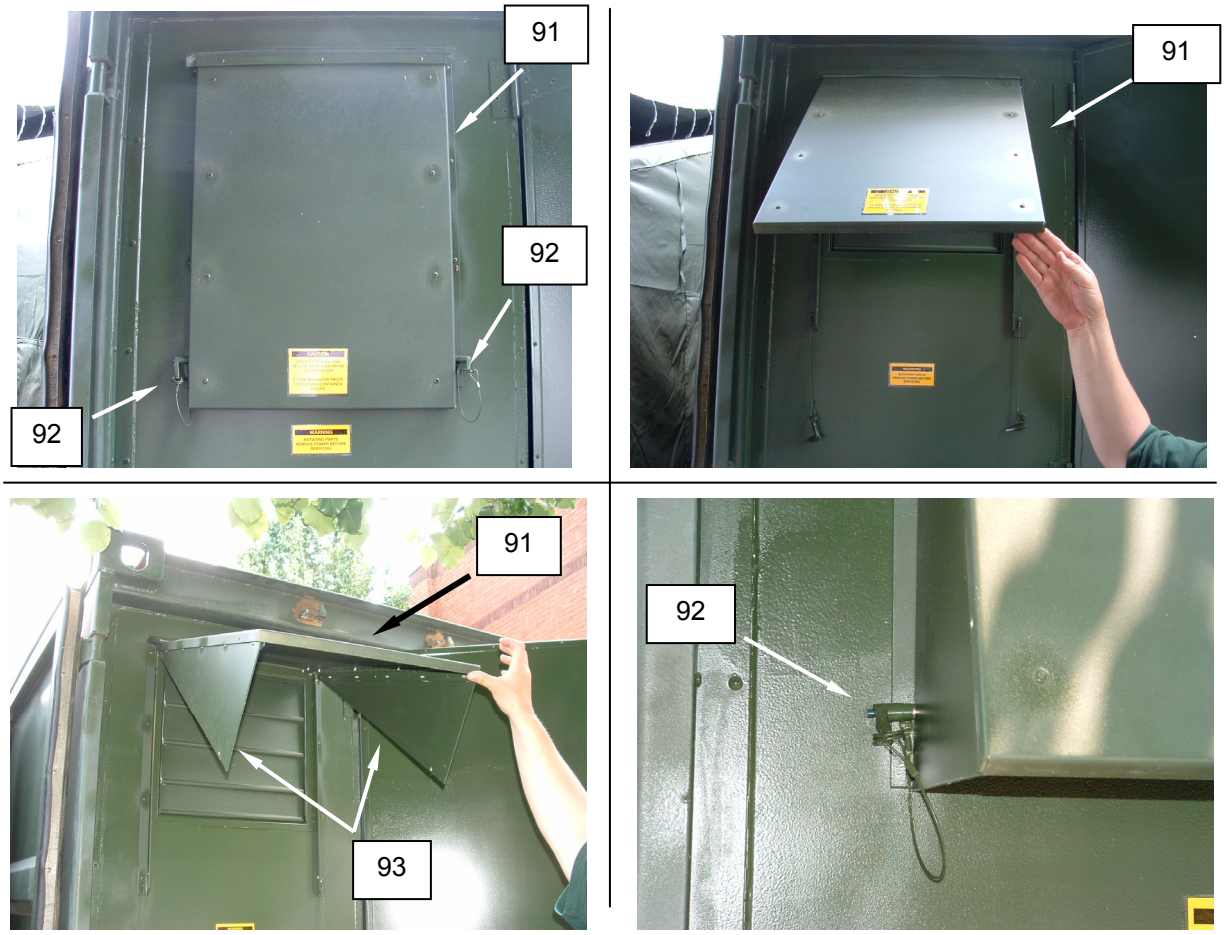

Figure 28. Prepare the Exhaust Rainhoods for Use.
1. Open the exhaust vent rainhoods **(Figure 28, Item 91)** by first releasing the two locking pins **(Figure 28, Item 92)**.
2. Pull the rainhood **(Figure 28, Item 91)** out far enough to let the two side flaps **(Figure 28, Item 93)** unfold.
3. Lower the rainhood **(Figure 28, Item 91)** and secure the side flaps **(Figure 28, Item 93)** in place with the two locking pins **(Figure 28, Item 92)**.